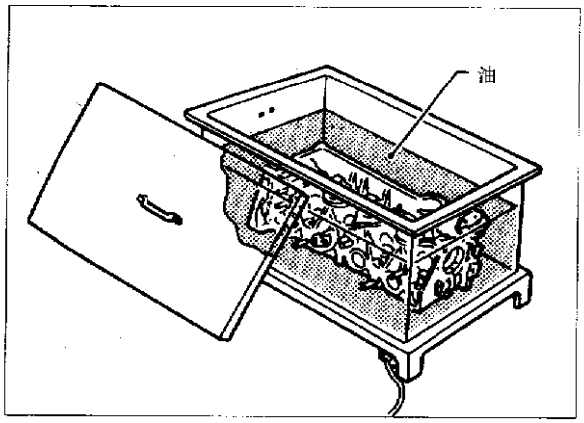

图 2-6-20
a. 在机油里加热汽缸盖至 110~130℃，拆卸气门导管，见图 2-6-20。